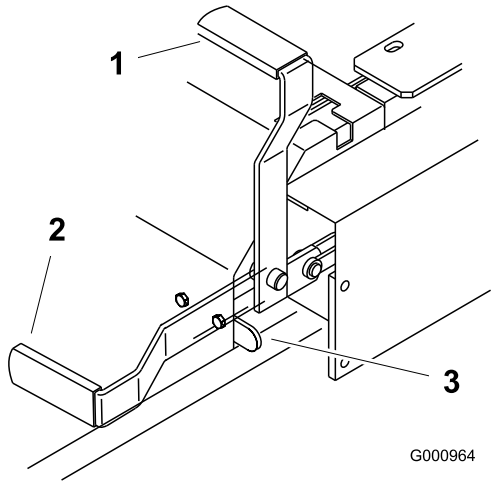

**Figuur 10**
2. Trek de parkeerrem naar achteren en omhoog om deze in werking te stellen (Figuur 10). De parkeerremhendel moet vast blijven staan op Ingeschakeld.
Duw de parkeerremhendel naar voren en naar beneden om de parkeerrem vrij te zetten (Figuur 10). De parkeerrem is uitgeschakeld en de hendel zit tegen de aanslag van de rem.